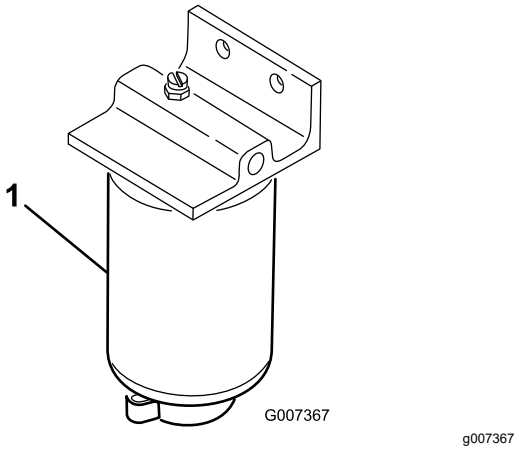

Figur 34
3. Öppna avtappningspluggen på bränslefiltret cirka ett varv och töm ut eventuellt ansamlat vatten (Figur 34).